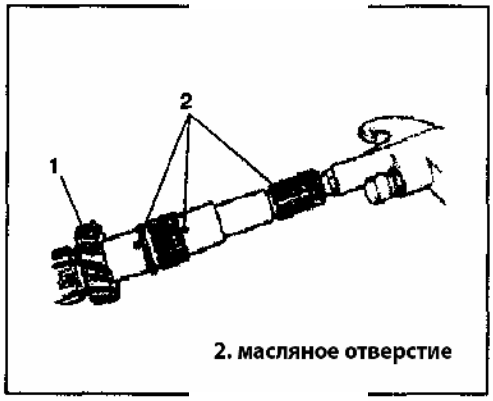

Рис. 370
3) Гарантируйте нормальное смазывание деталей, очистите каждое масляное отверстие при помощи сжатого воздуха (Рис. 370).